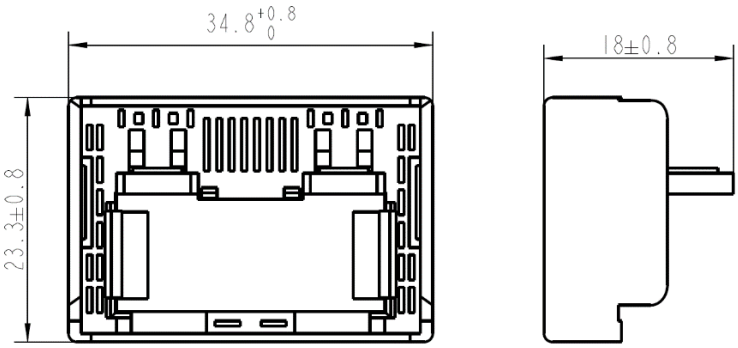
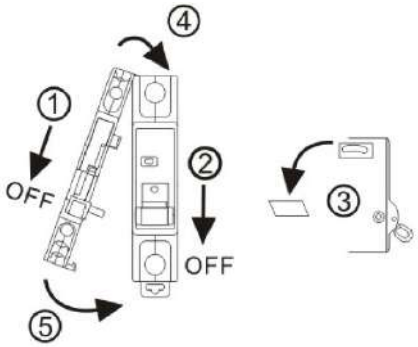
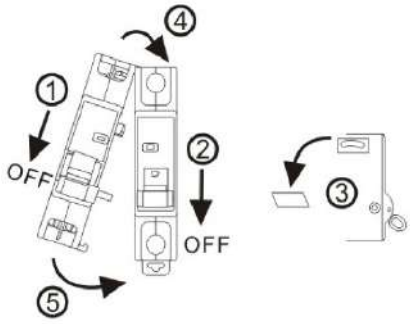

Fig. 4 Busbar outline and installation dimensional drawings
Fig. 5 OF3/SD3/OF+SD3 assembly diagram
Fig. 6 MX3/MX+OF3/MV3/MN3/ MV+MN3/MNS3 assembly diagram
(3) The assembly steps of the product and the circuit breaker are illustrated in Fig. 4, Fig. 5 and Fig. 6